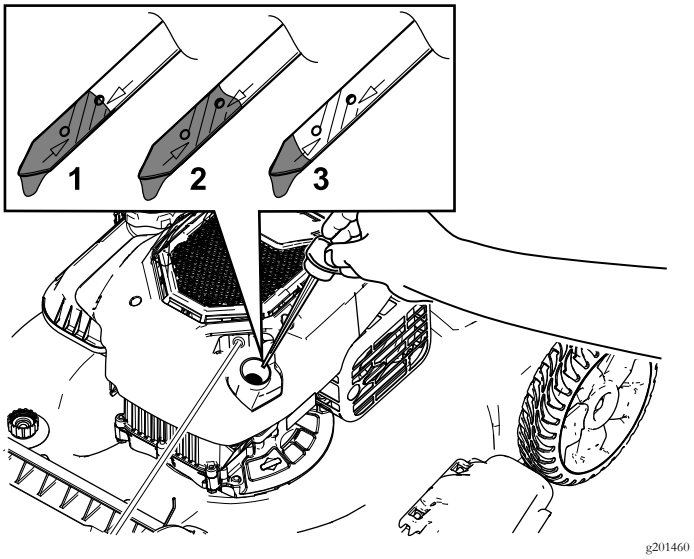

**Rysunek 28**
3. Wyjmij wskaźnik poziomu, obracając jego korek w lewo i wyciągając go (Rysunek 28).
10. Odczytaj poziom oleju na wskaźniku (Rysunek 28).